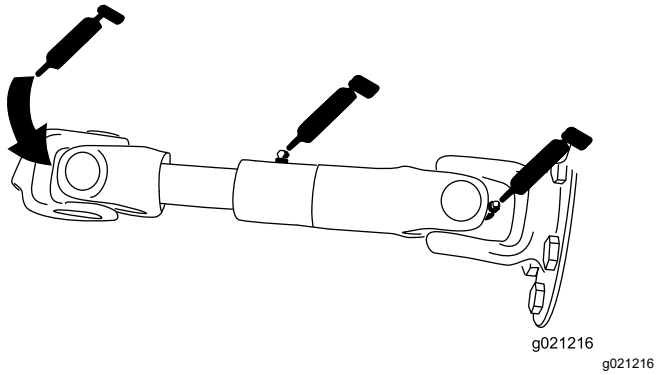

Figuur 73
- Pomp van aandrijfas (3) (Figuur 73)